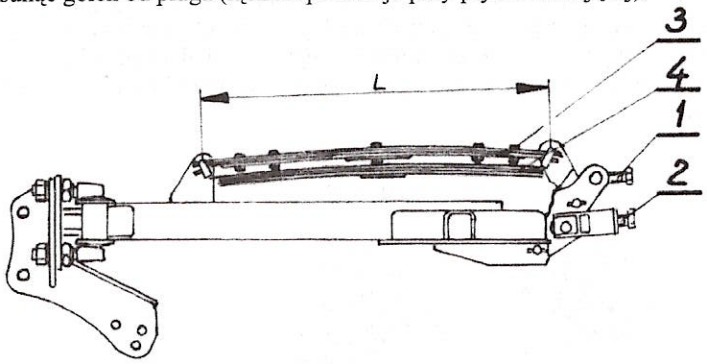

Rys. 21. Goleń z mechanizmem sprężynowym piórowym
Producent dostarcza pługi z ustawionym mechanizmem sprężynowo-dźwigniowym z ustalonym wymiarem L=700 mm (Rys.21). Aby prawidłowo zmontować mechanizm należy pług ustawić na równym podłożu. Poprzez śrubę 2 należy naciągnąć łącznik znajdujący się wewnątrz belki goleni zostawiając 3 mm szczelinę między wewnętrzną powierzchnią belki a łącznikiem. Następnie śrubą 1 ustalić odległość między czopami sprężyny piórowej 3 na L=700 mm (Rys. 21). Dla ekstremalnie ciężkich warunków pracy zaleca się montowanie dwóch dodatkowych piór w celu zwiększenia siły na dziobie lemiesza.
- poluzować śruby mechanizmu dźwigniowego (poz. 1 i 2 Rys. 21);